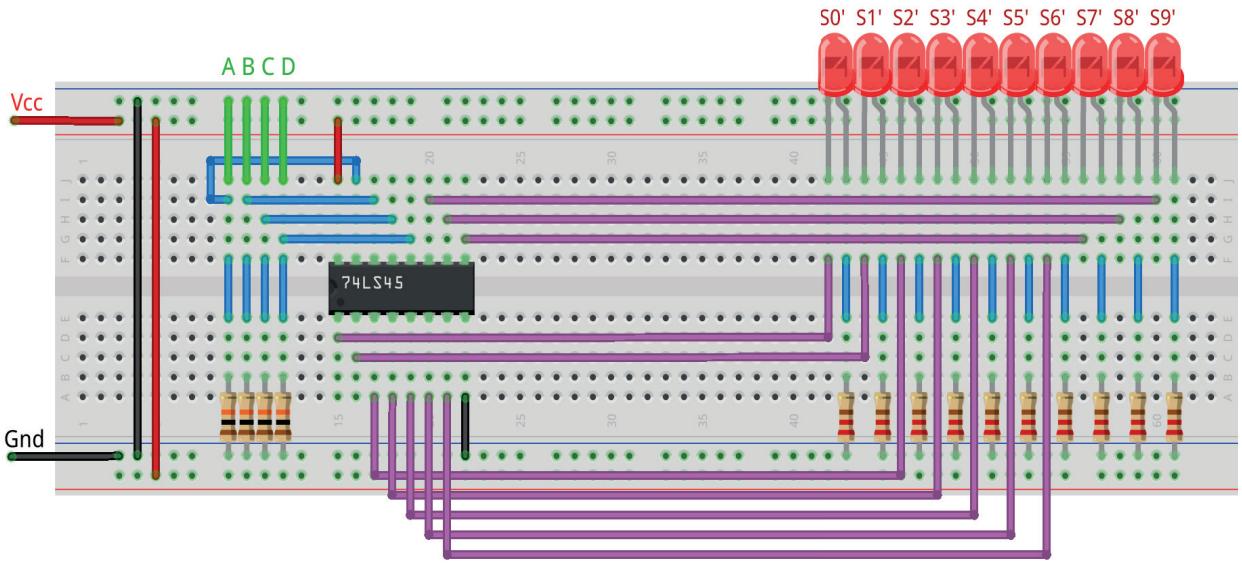

Figura 7.28 – Disposição dos componentes na placa de montagem.
1. Monte o circuito na placa de montagem, conforme figura 7.28.